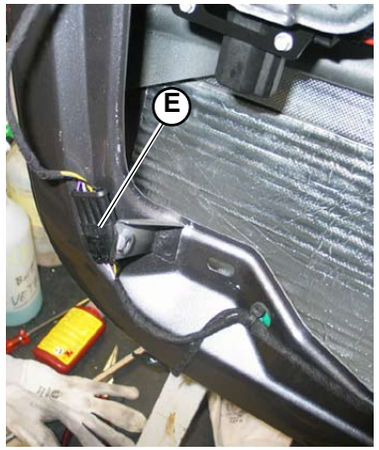

Fig.18
5. Disconnect the 2 lock wiring harnesses (**E-Fig.18**).